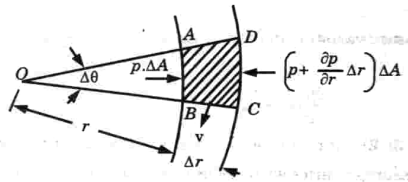

Fig. 1.38.1.
1. As shown in Fig. 1.38.1, consider a fluid element $ABCD$ rotating at a uniform velocity in a horizontal plane about an axis perpendicular to the plane of paper and passing through O.